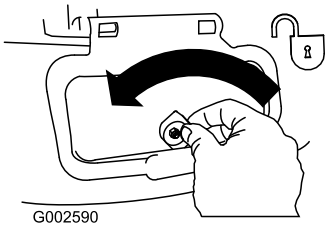

Figura 27
1. Desbloquee la puerta de descarga lateral (Figura 27).